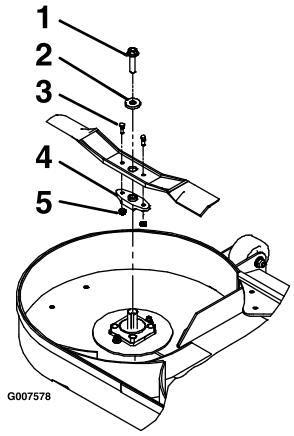

Figura 72
3. Retire a lâmina, anilha e parafuso da lâmina que fixa a lamina e o condutor da lâmina (Figura 72).
4. Retire o condutor da lâmina da lâmina existente (Figura 72).
1. Instale o condutor da lâmina nas novas lâminas com pernos de corte e porcas de bloqueio (Figura 72).
3. Instale a lâmina, anilha e porca da lâmina no veio do eixo (Figura 72).